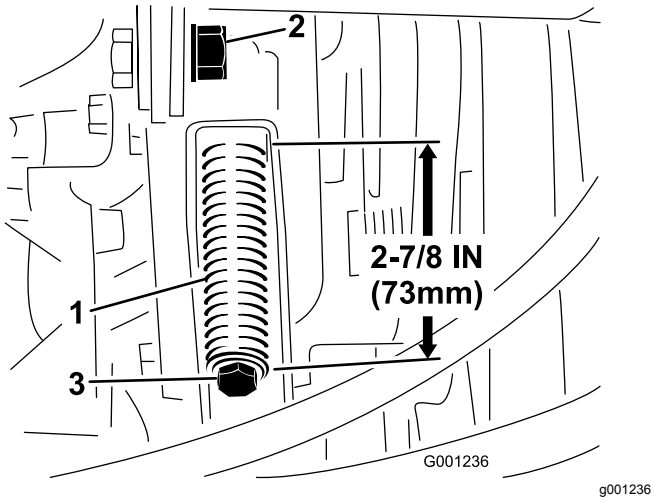

**Figur 75**
3. Løsn spændstangens kontramøtrik (Figur 75).
4. Brug en 1/2-tommes nøgle til at stramme eller løsne tilspændingsfjederen (Figur 75). Juster fjederlængden til 273 mm.
4. Brug en ½"-nøgle til at løsne tilspændingsfjederen (Figur 75) helt.
6. Monter kraftudtagets nye rem, og spænd remskivens fjeder til en længde på 73 mm (Figur 75).
7. Spænd kontramøtrikken (Figur 75), og luk motorhjelmen.